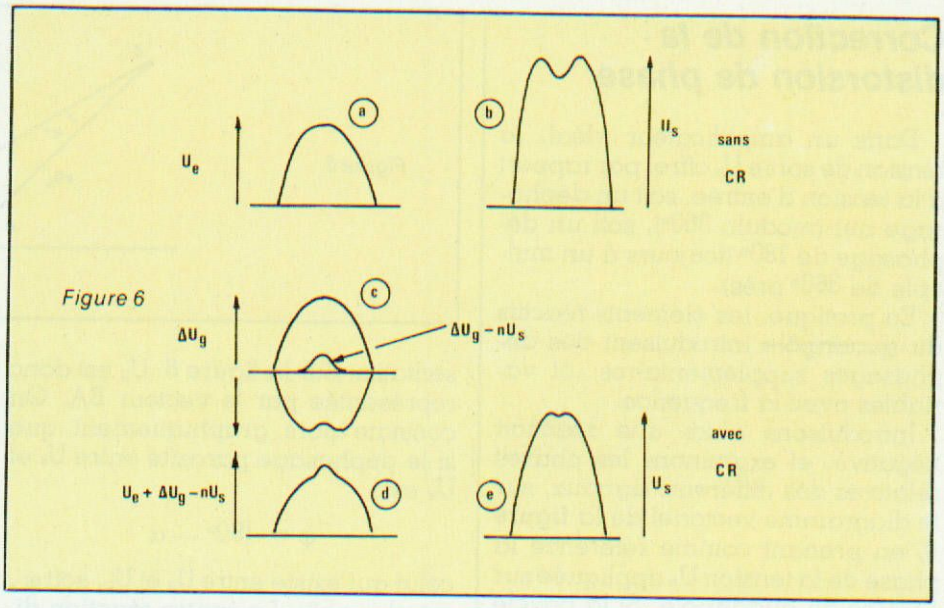

Figure 6
Considérons la **figure 6**, où sont rassemblés les différents signaux d'entrée et de sortie, en l'absence ou en présence de contre-réaction (CR).
En présence de réaction négative, le signal $-nU_s$ dessiné en **c**, est réinjecté sur l'entrée : il est entaché, évidemment, du même défaut que U_s. Pour compenser la perte de gain, et retrouver la même amplitude de sortie, on doit demander au générateur un signal U_g plus grand ; toujours en **c** de la **figure 6**, nous avons représenté l'accroissement ΔU_g fourni par le générateur. Finalement, la tension U_e appliquée maintenant au quadripôle est presque la même qu'en l'absence de réaction négative ; elle serait exactement la même si ΔU_g compensait nU_s, et la petite différence, $\Delta U_g - nU_s$, résulte de la déformation du signal de sortie. La **figure 6, d** montre le signal :
que reçoit maintenant l'entrée du quadripôle. On y voit apparaître la petite bosse de compensation, grâce à laquelle le signal de sortie (**figure 6, e**) redevient presque parfait.
Par un calcul suffisamment simple pour que nous puissions nous dispenser de l'exposer, on montrerait aisément que le creux de la **figure 6, b** a été réduit dans le rapport $1 + nG$.